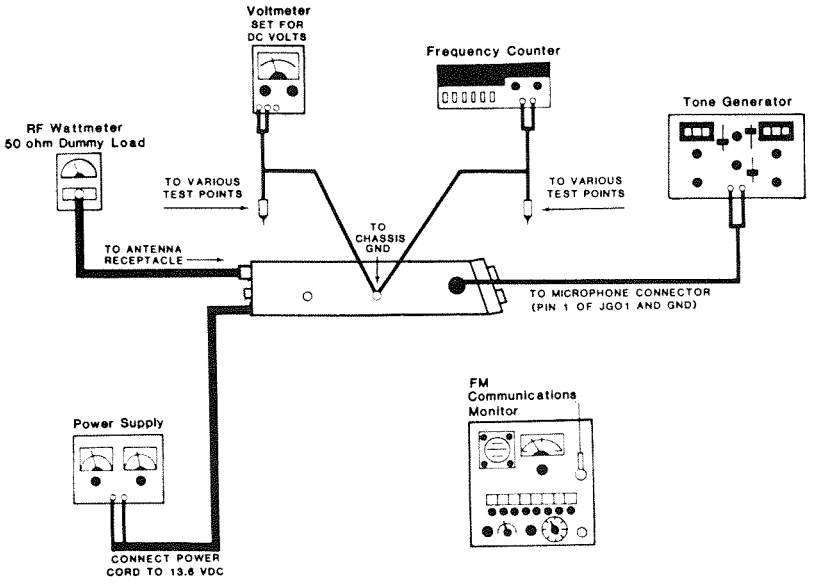

Figure 8. TX/PLL Test Setup
Connect the test equipment as illustrated in Figure 8.
1. Connect the test equipment as illustrated in Figure 8.